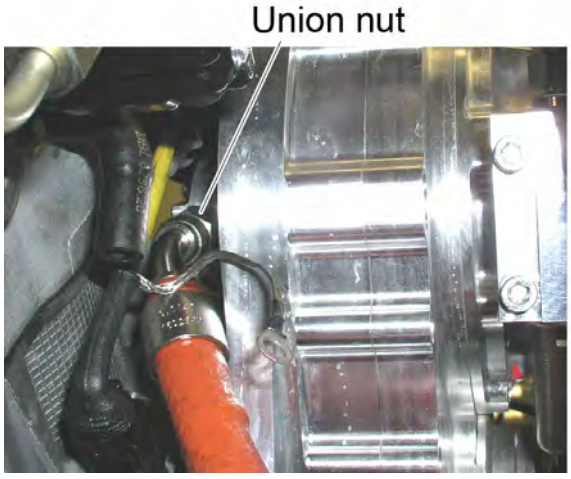

Figure 4
5. ***Attach the the union nut of hose (P/N 02-6120-16026R3, item 14 in the part list of the regular Service Bulletin) to the adapter at the rotary feed-through and tighten up the union nut to the specified tightening torque while holding the adapter steady. See Figure 4.***